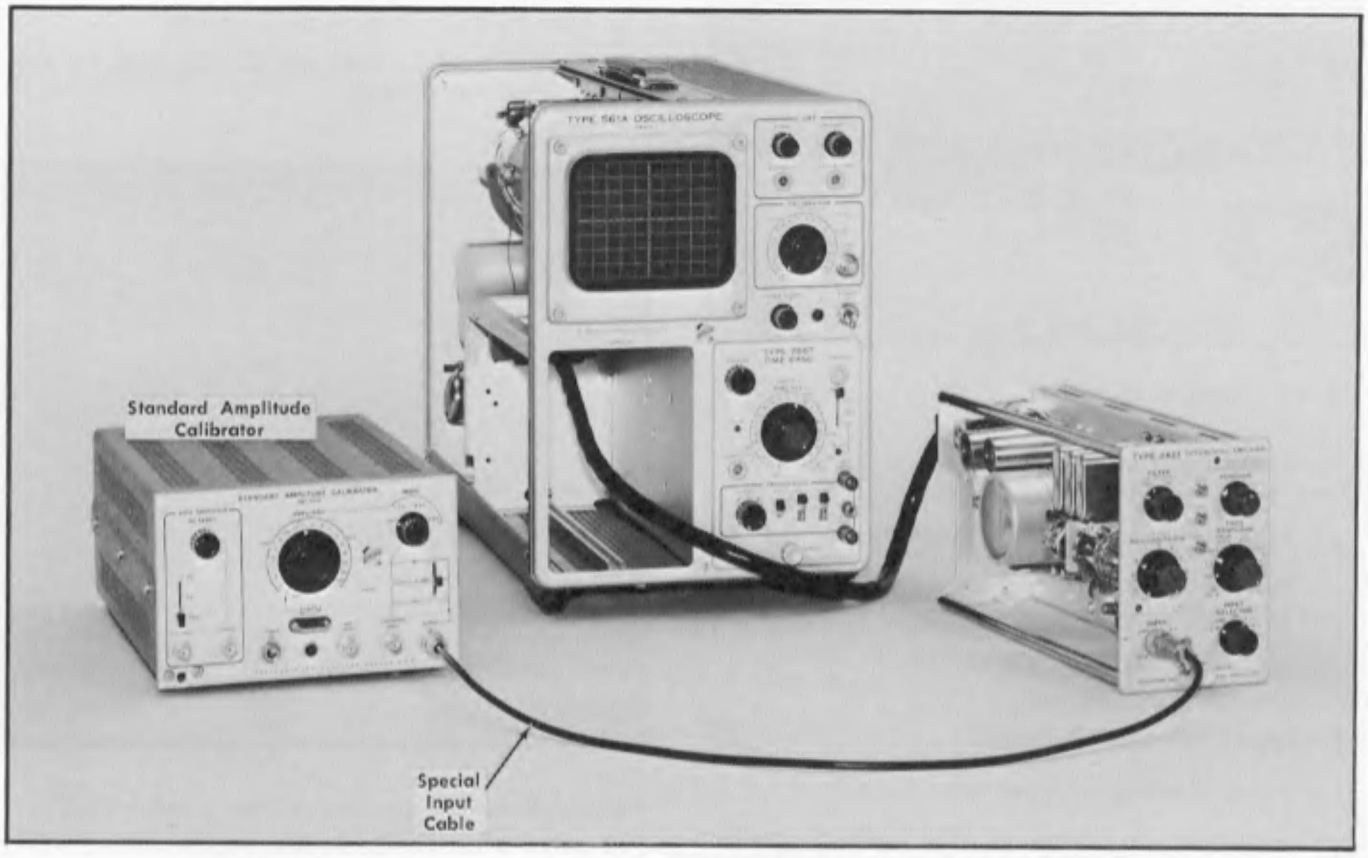

Fig. 6-11. Initial test equipment setup for steps 8 and 9.
a. Test equipment setup is shown in Fig. 6-11.